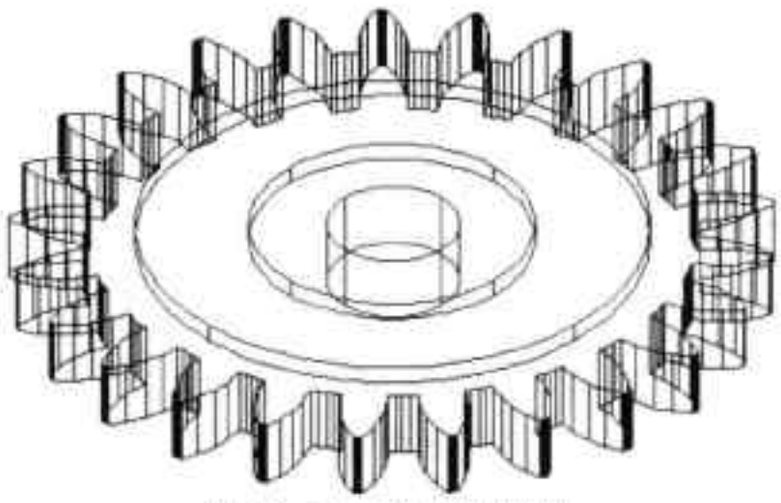

图12-54 绘制齿轮轴
Step17 将该圆柱体与齿轮模型进行合并，然后执行“圆柱体”命令，捕捉刚绘制的圆柱体顶面圆心，向 Z 轴负向绘制底面半径为 14mm、高为 15mm 的圆柱体，如图 12-54 所示。